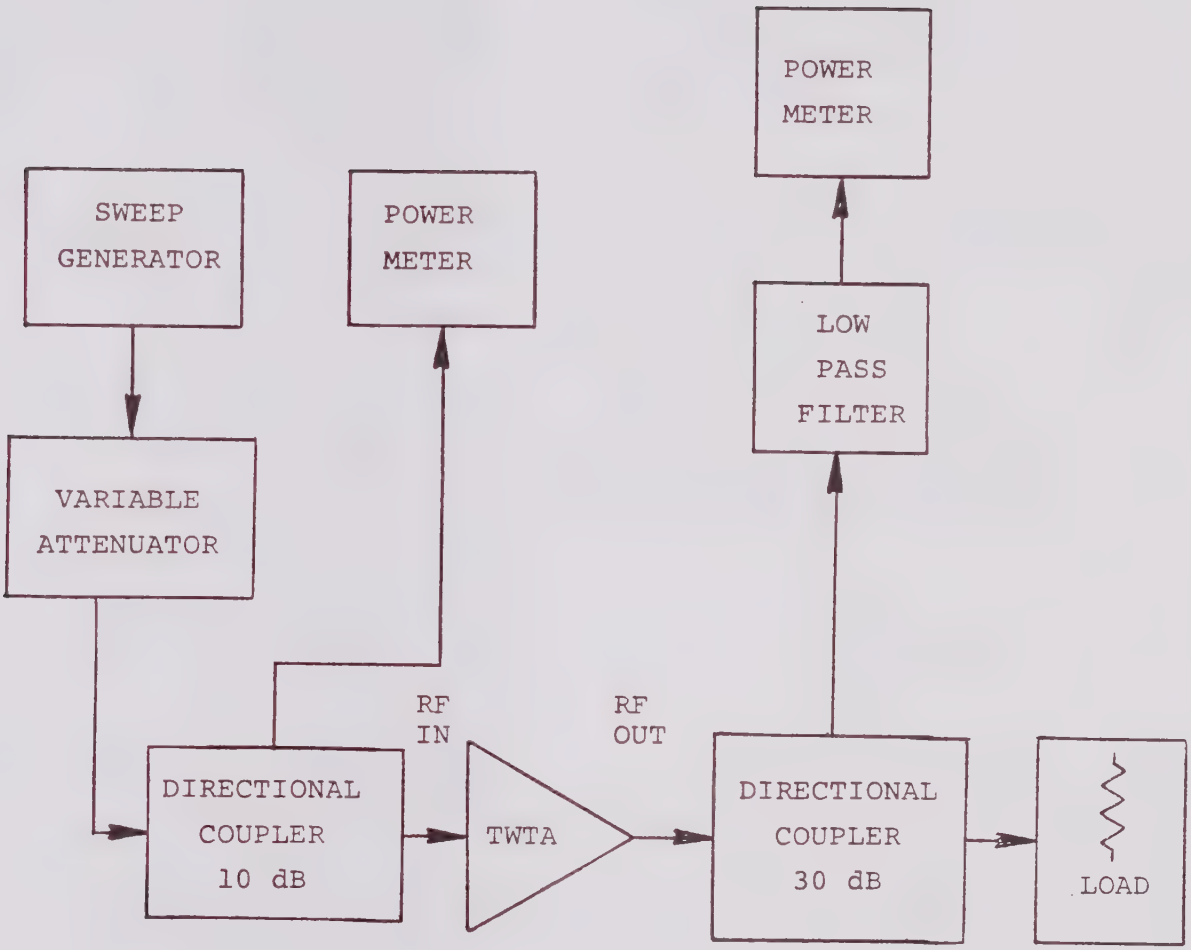

FIGURE 6-10
1. Set up a microwave measurement circuit, such as the one shown in Figure 6-10.